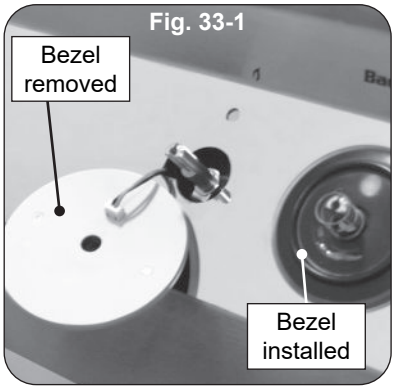

Fig. 33-1
4. Slowly lift the lighted bezels to clear the valve stems, and let rest as shown in Fig. 33-1.